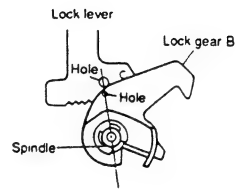

Fig. 5
- Adjust the lock gear as shown in Fig. 5.